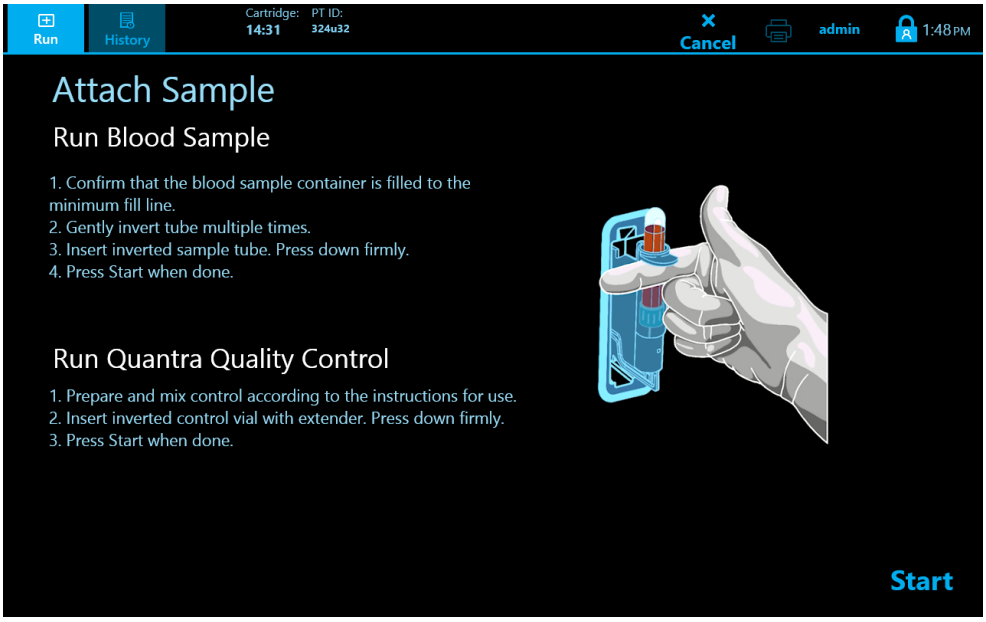

Figure 24. Attach Sample Instruction Screen
6. Before loading a whole blood sample on the cartridge, make sure that the blood collection tube is filled to the minimum fill line. Gently invert the tube 5 or more times and when prompted, attach the tube containing the whole blood sample to the cartridge. Ensure the tube is pushed all the way down into the container safety guard to ensure the rubber cap is completely punctured. If the tube cap is removed and then replaced, the cap must be vented with a needle before running. Press “Start” to initiate the test. If running an external quality control, follow the preparation steps on the respective product Instructions for Use (such as QPlus Controls, QStat Controls, etc.) and follow the onscreen prompts for HemoSonics Quality Control (Figure 24):